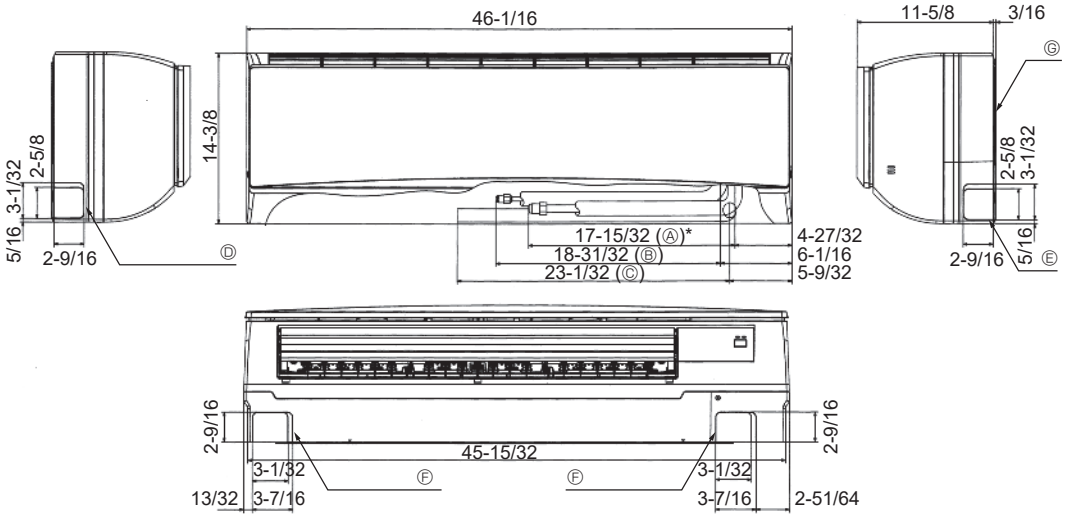

Fig. 4-2
4.3. Colocación de los tubos del refrigerante y de drenaje (Fig. 4-2)